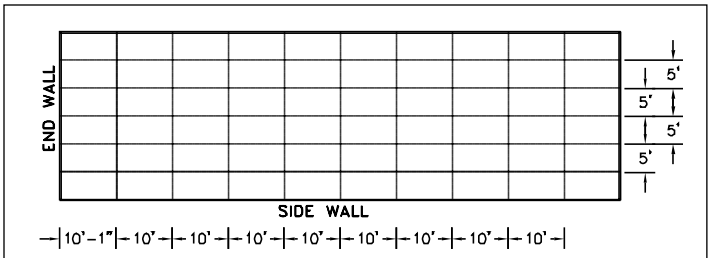

Fig. 5 - Laying Lines Across The Slab
9.4 Locate lines across the slab width *(see fig. 5)*. At each edge, from the first structural line, on the end walls, mark 5'0" foot intervals and snap a chalk line across the slab on each set of marks. Check the distance from the LAST line snapped to the sidewall of the slab; it should be 5' - 1".